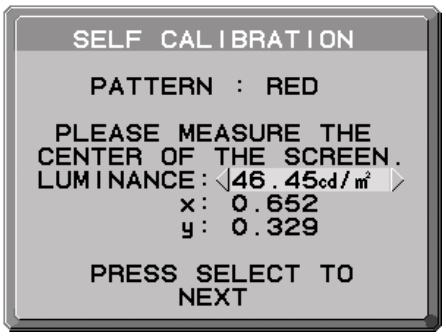

Рисунок S.3
4. Отобразится экран измерений. Измерьте яркость и цветность центра дисплея с помощью внешнего цветоанализатора близкого диапазона. Введите измеренное значение в LUMINANCE (ЯРКОСТЬ) и CHROMATICITY (ЦВЕТНОСТЬ) с помощью клавиш управления, а затем нажмите SELECT (**Рисунок S.3**).